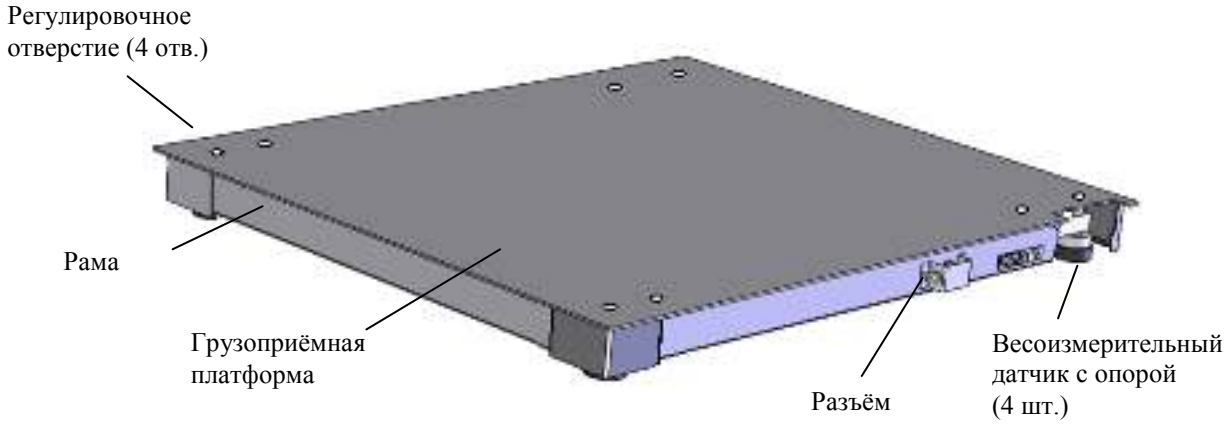

Рис. 9.1 - Модуль взвешивающий 4D-PM_
9.1.1 Модуль представляет собой единую конструкцию из рамы и грузоприемной платформы. В состав модуля входят четыре цифровых весоизмерительных датчика с опорами (Рис. 9.1).